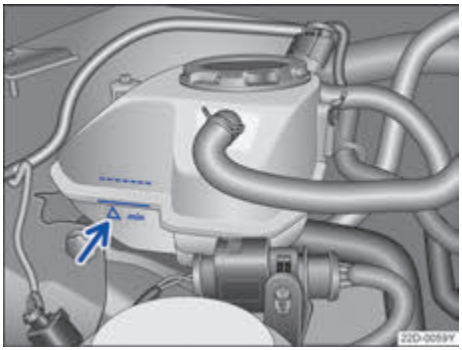

图 153 冷却液补偿容器上的液位标记
– 发动机处于冷态时检查冷却液液位是否处在膨胀罐侧面的标记范围内。→图 153